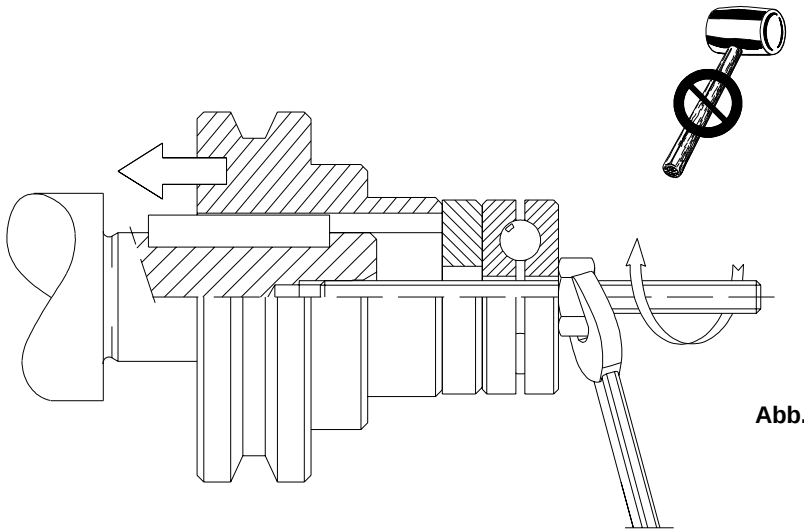

Abb. 1
- Zur Montage der unterschiedlichen Antriebsteile (Riemenscheiben, Zahnräder, Kupplungen usw.) auf den Wellen sind die vorgesehenen Gewindebohrungen oder Aufziehvorrichtungen zu verwenden, so daß eine einwandfreien Montage ohne Beschädigung der Lager oder der Außenteile des Getriebes gewährleistet ist (Abb. 1).